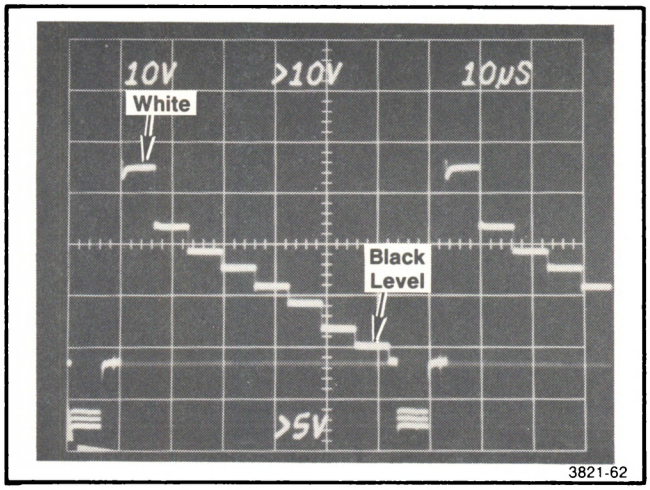

Fig. 6-18. Checking contrast tracking. Green and blue video waveforms are overlaying the red video waveform.
c. Rotate the test oscilloscope dual-trace amplifier Ch 1 and Ch 2 Variable Volts/Div controls so the green and blue video waveforms at TP325 and TP309 are the same amplitude as the TP337 red waveform. Video amplitude is measured from the black level (setup) to 100% white. Figure 6-18 shows a typical display for use as a guide. Use the test oscilloscope (vertical) Position controls to overlay the waveforms.